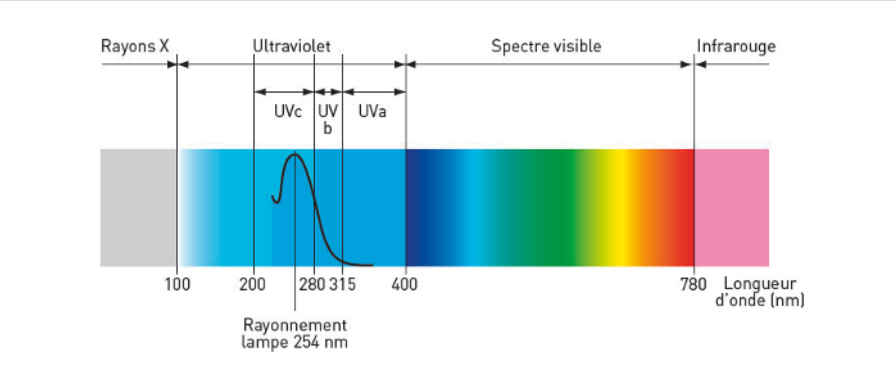

**Figure 1** Spectre UVc
Les lampes, utilisées dans notre système breveté NetAir, émettent un rayonnement dans la partie UVc du spectre ultraviolet (UV), qui comprend des longueurs d'onde entre 100 et 280 nm. La lumière UVc est virucide, bactéricide et germicide car elle inactive les micro-organismes en détruisant les acides nucléiques et en perturbant leur ADN avec sa courte longueur d'onde (› **figure 1**).